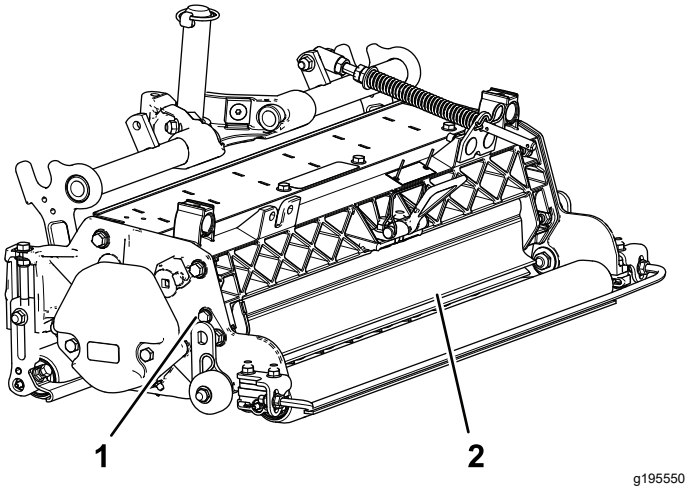

図 9
1. グラスシールドのピボットについているボルトをゆるめる図 9。
2. グラスシールドを希望する高さに調節し、ボルトを締める図 9。